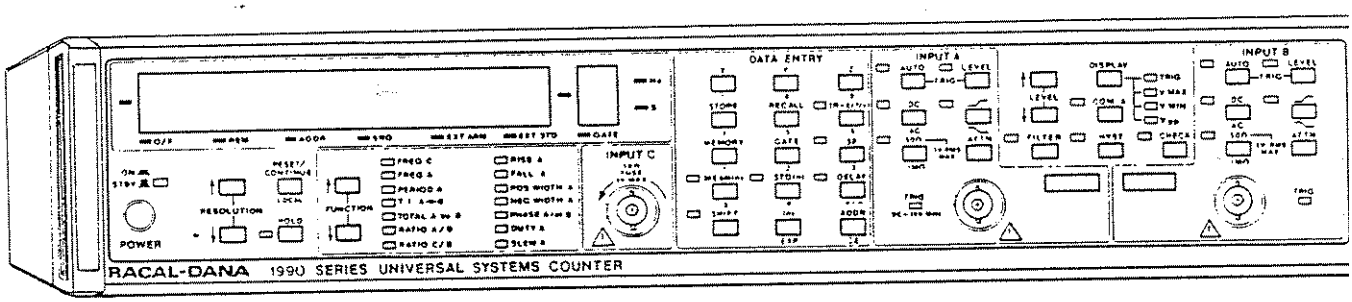

Figure 1.1 - Models 1995/1996 Universal Timer/Counter (1996 Shown)
1.1.1 This Instruction Manual provides information for installing, operating, and servicing of Racal-Dana's Universal Systems Counters Models 1995/1996. The designations 1995/1996 are used throughout this manual. Figure 1.1 shows the 1996. Both the 1995/1996 offer universal counter functions using Inputs A and B. The 1996 also provides high-frequency Input C for frequency measurements to 1.3 GHz. Input D, located on the rear panel, provides for external arming and gating. All personnel using the 1995/1996 are encouraged to thoroughly read this manual before operating or servicing either instrument.